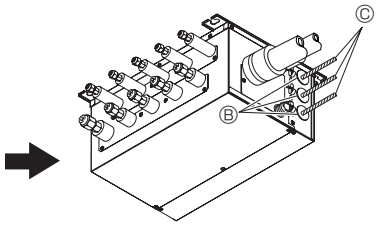

Fig. 9-2
3. Introduzca el cableado en la caja de derivación. (Fig. 9-2)